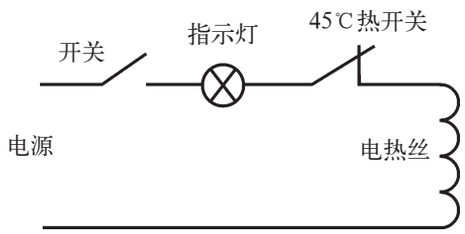

图 4.38　电热箱电路原理图
(1) 加热方式：电阻丝加热。
(2) 控制器：双金属片温度开关（45℃热开关）。
(3) 通电状态显示：用与电阻丝串联的小灯泡显示。
(4) 电路原理图见图 4.38。